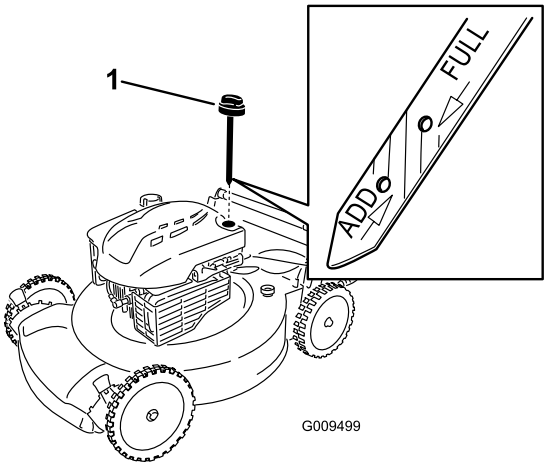

Figura 26
2. Retire la varilla (Figura 26).
4. Vierta **lentamente** aceite en el tubo de llenado hasta que el nivel llegue a la marca **"Full"** (lleno) de la varilla (Figura 26). **No llene demasiado.** (Capacidad máxima: 0,59 l (20 onzas), tipo: SAE 30, aceite detergente con clasificación de servicio API SF, SG, SH, SJ, SL o superior.)